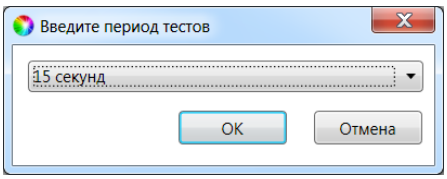

Рис. 4.3. Выбор периода опроса радиоизвещателя
6.3. В следующем окне укажите период опроса радиоизвещателя (рис. 4.3).